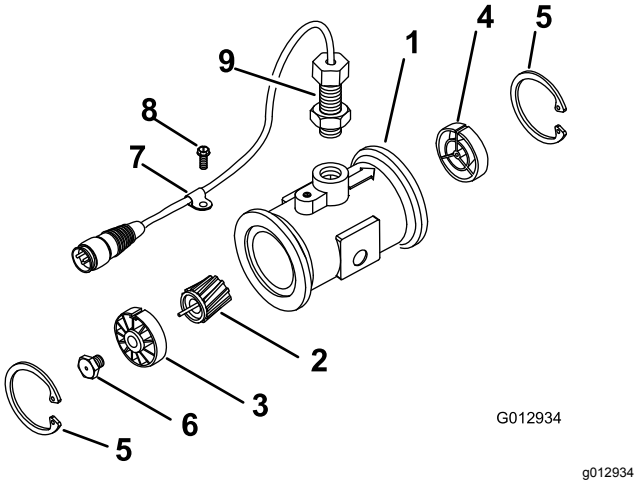

**Rysunek 59**
3. Wyjmij pierścień osadczy po stronie napływowej (Rysunek 59).